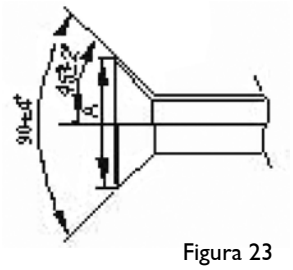

Figura 23
- Inserte una tuerca cónica en el caño y luego haga la pestaña (Figura 23) acampanada en el caño.